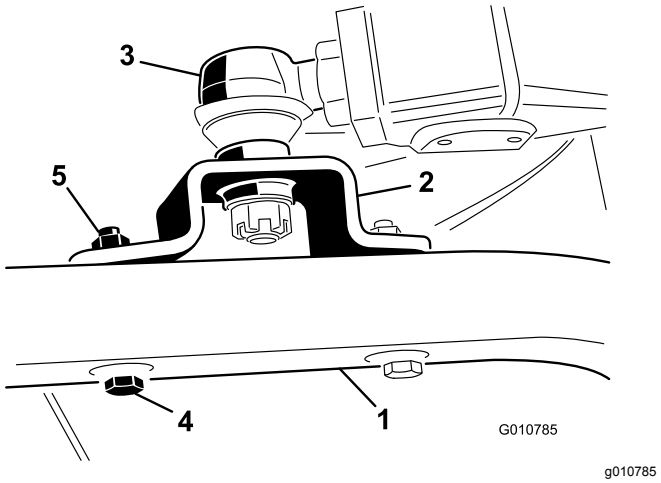

Figur 7
4. Fäst kulledsfästena på varje svänghjulsarm med 2 huvudskruvar (7/16 x 3 tum) och flänsmuttrar (7/16 tum) (Figur 7).
5. Dra åt den stora kontramuttern som fäster kulleden på lyftarmen (Figur 7).